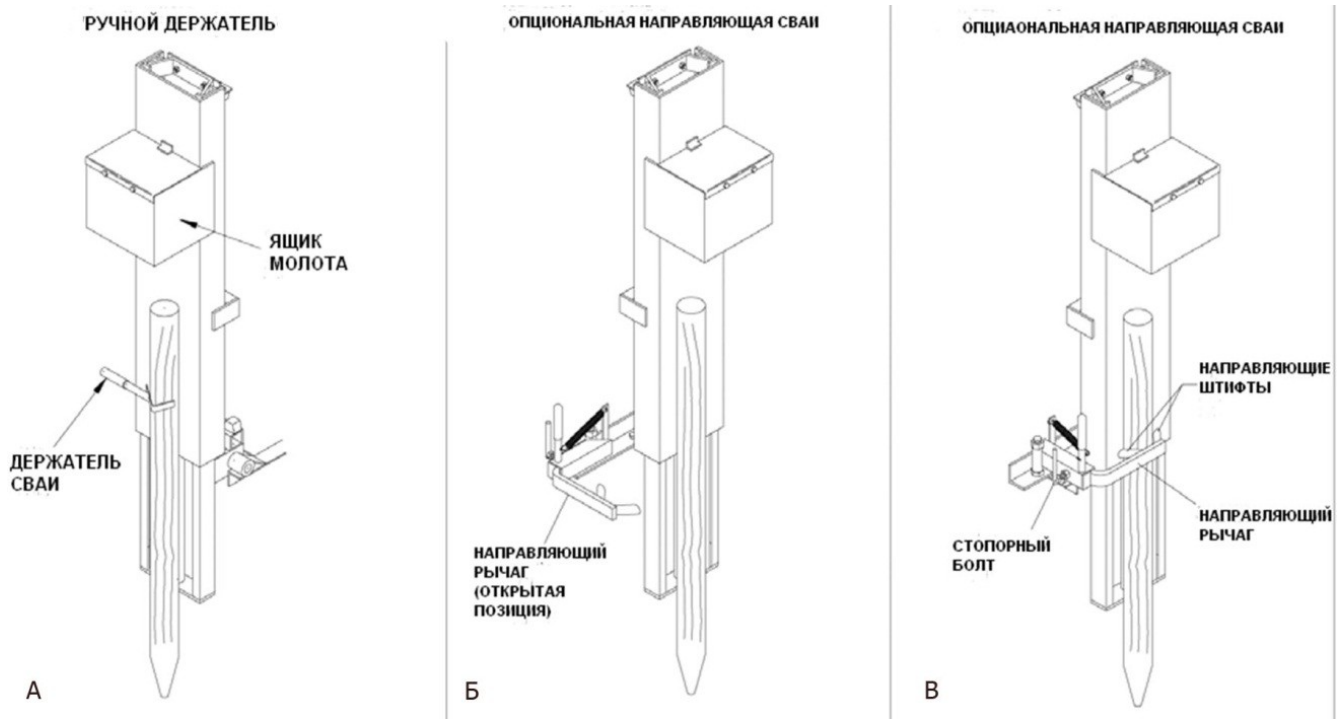

Рисунок 5.4
7) Расположите сваю под молотом. Используя ручной держатель свай, поместите сваю под молот. Начните вбивать (см. рисунок 5.4А).
(См. рисунок 5.4Б-5.4В)
Шаг 2 – Замкните направляющую сваи над сваей так, чтобы направляющие штифты удерживали сваю (см. рисунок 5.4В).
Шаг 3 - При необходимости ослабьте стопорный болт и отрегулируйте направляющий рычаг ВНУТРЬ и НАРУЖУ так, чтобы направляющие штифты надежно удерживали сваю. Затяните стопорный болт (см. рисунок 5.4В).